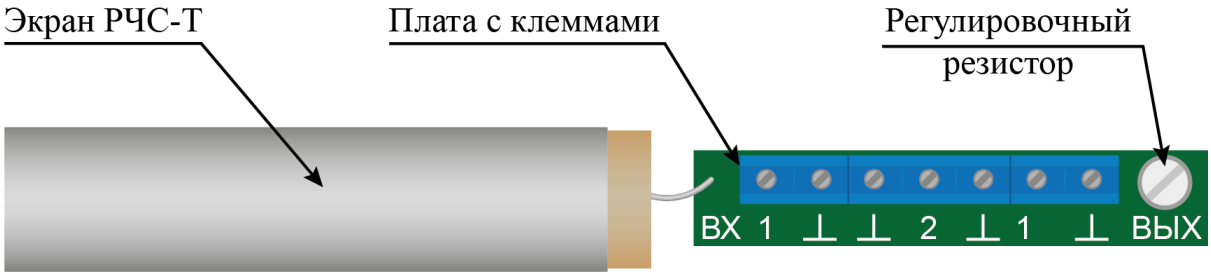

Рисунок 7.33
– отсоединить гермовводы каждого РЧС-Т, вынуть экраны с платой (рисунок 7.33), выдвинуть платы из экрана для обеспечения доступа к регулировочному резистору;
– установить регулировочный резистор (рисунок 7.33) каждого РЧС-Т в положение максимальной чувствительности (вращать по часовой стрелке до упора), при этом сигнальный светодиод БОС может загореться;